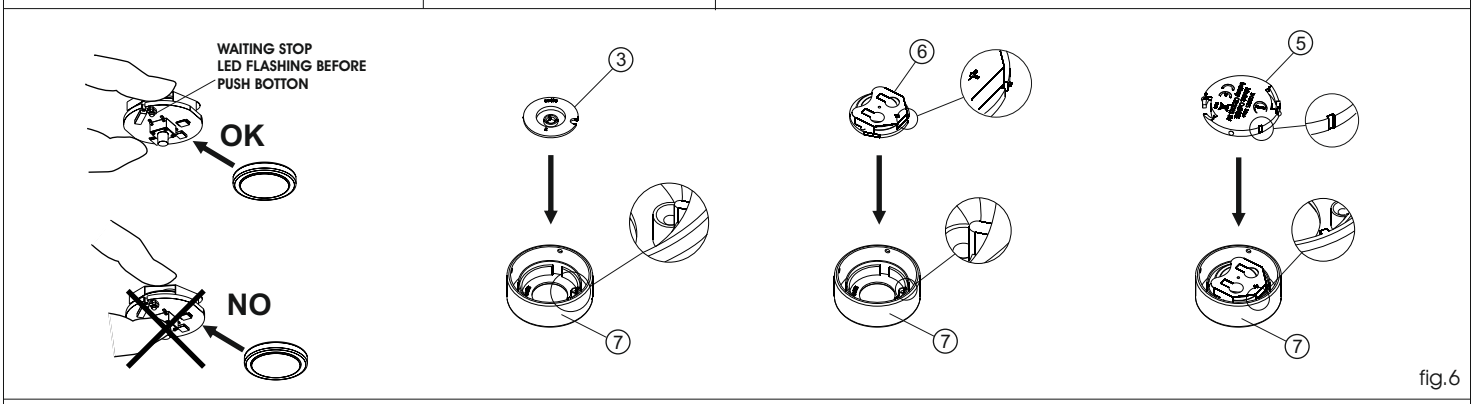

fig.6
- Rimontare i componenti del trasmettitore facendo attenzione a far coincidere le tacche di riferimento stampate sui gusci (fig.6).
- Refit the components of the transmitter, making sure to match the reference marks printed on the shells (fig.6).
- Die Bauteile des Senders wieder montieren, darauf achten, dass die auf den Gehäusen aufgedruckten Referenzkerben übereinstimmen (Abb.6).